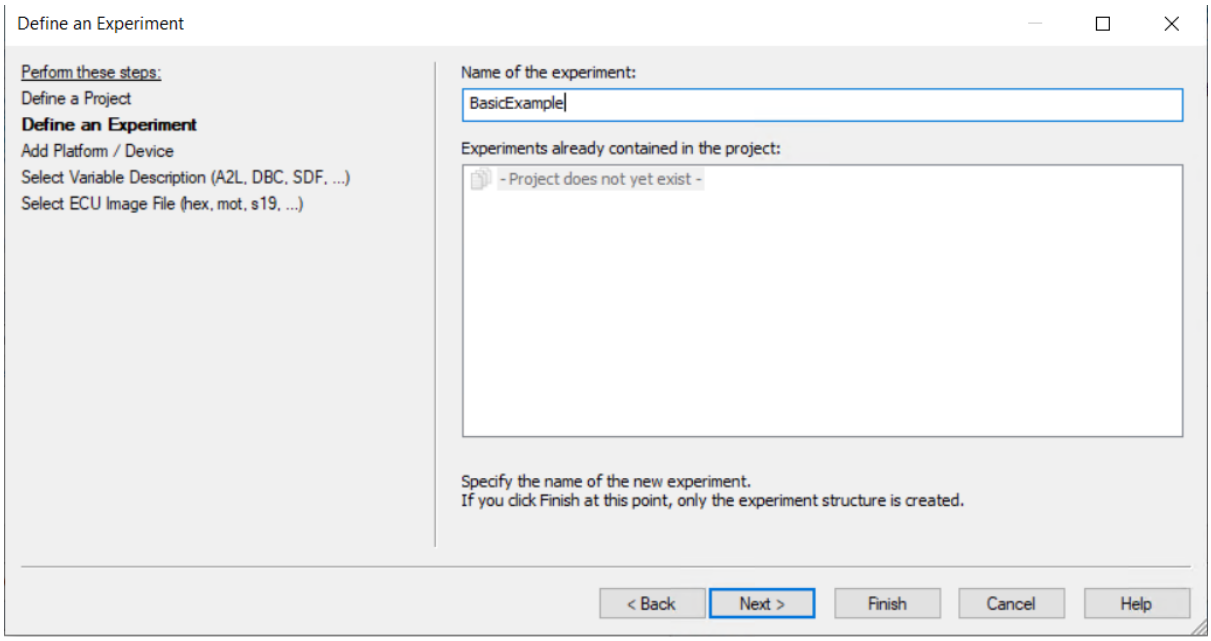

Figure 10.50: Name your experiment.
3) Name the experiment to execute (see Figure 10.50).